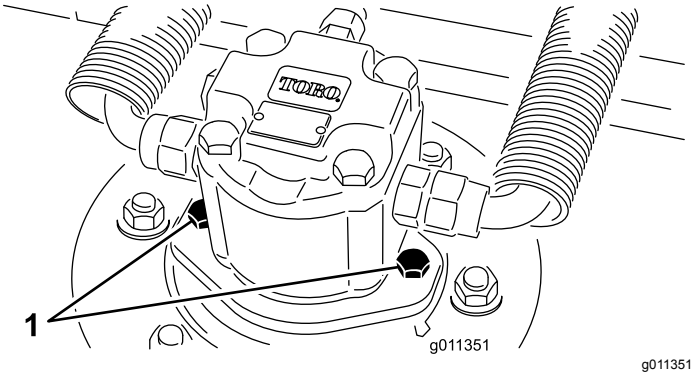

Figuur 84
2. Ontkoppel de hydraulische motor en verwijder deze van het dek (Figuur 84). Bedek de bovenzijde van de as zodat deze niet vuil wordt.
4. Installeer de hydraulische motor op het dek (Figuur 84). Controleer of de O-ring zich op de juiste plaats bevindt en niet beschadigd is.